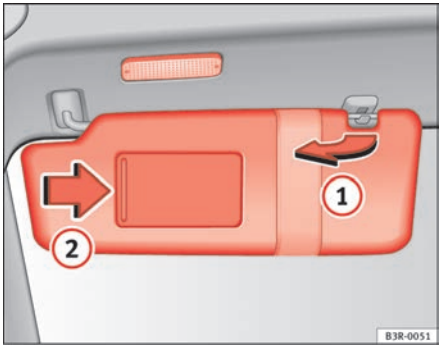

Fig. 99 Sun visor
The sun visors (1) for the driver and the front passenger can be pulled out of their mountings in the centre of the vehicle and turned towards the doors ⇒ fig. 99.